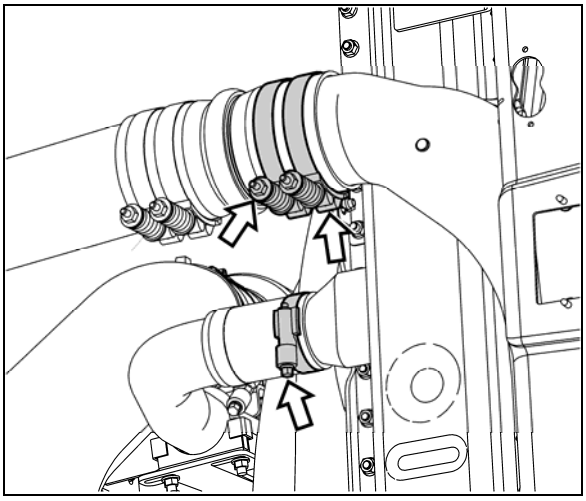

FIGURE 23 : TUYAUX AVANT DU LIQUIDE DE REFROIDISSEMENT ET D'AIR DE SURALIMENTATION
10. Retirer les colliers de serrage, puis détacher les boyaux des tuyaux avant du liquide de refroidissement et d'air de suralimentation (Figure 23).